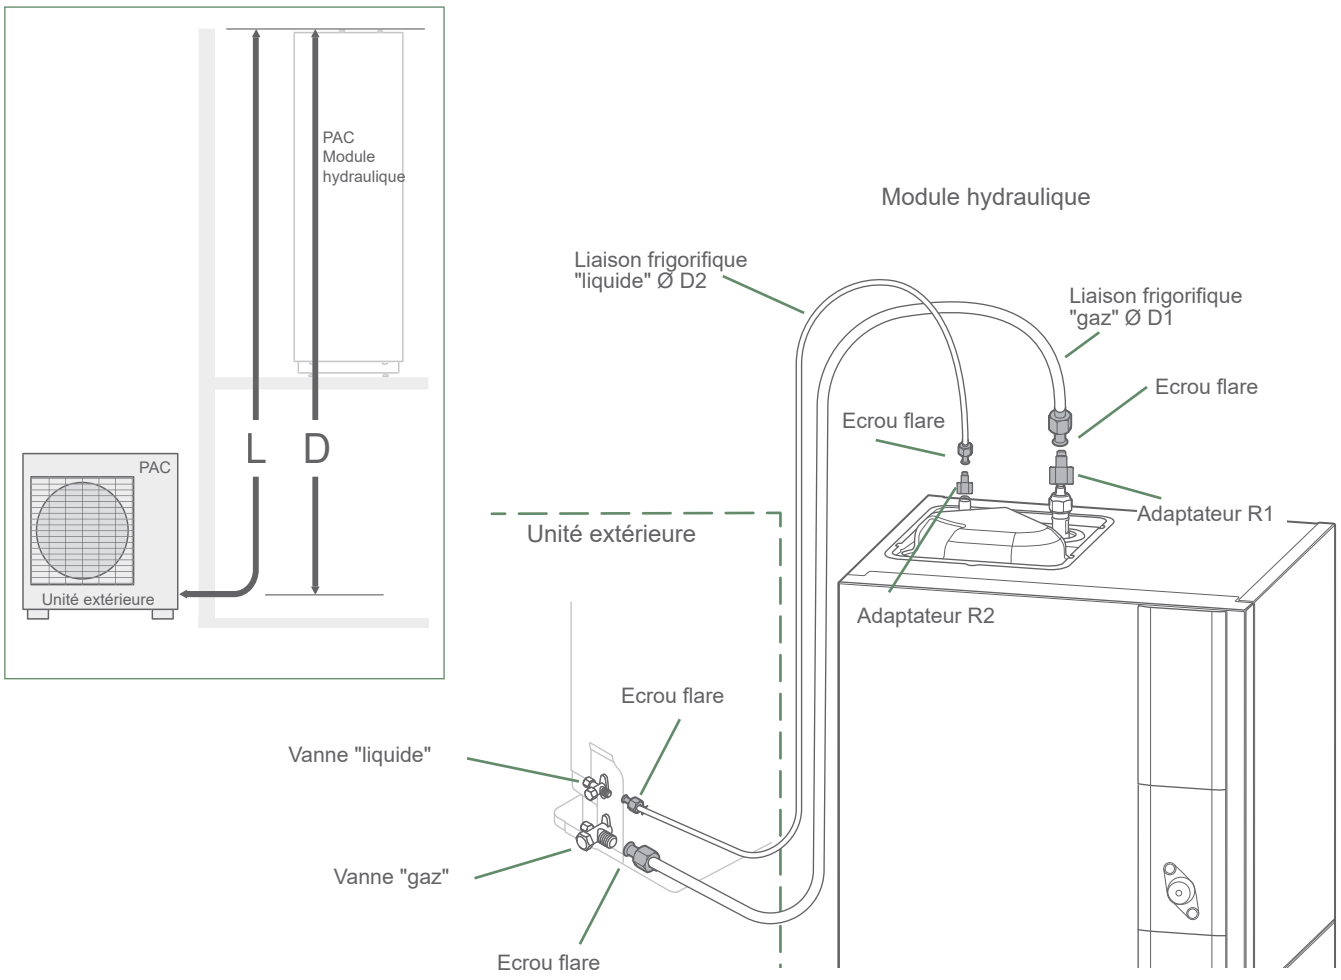

fig. 32 - Raccordement des liaisons frigorifiques (diamètres et longueurs permises)
- Suivant le cas, raccorder un adaptateur (réduction) 1/4"- 3/8" ou 1/2"- 5/8'' (voir *fig. 32*).